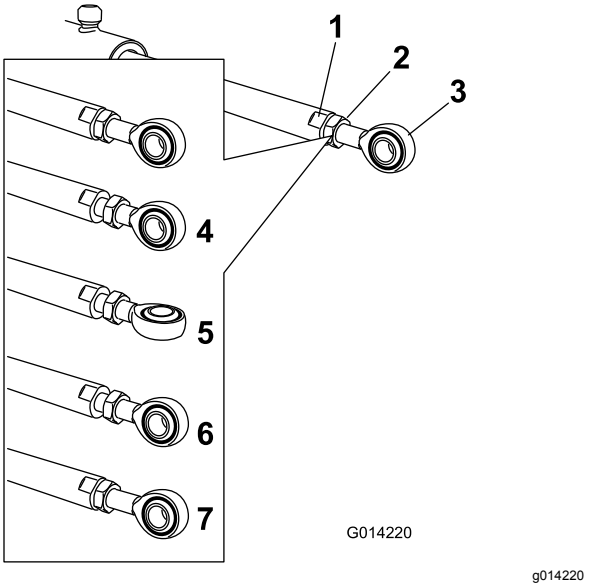

Figur 84
5. Bruk en skiftenøkkel på de flate sidene av aktuatorstangen å sette den ut av funksjon, før du løsner låsemutterne slik at maljestangen kan manipuleres (Figur 84).
6. Skru på maljestangen i aktuatorstangen for å justere lengden for den forlengede aktuatoren til den ønskede posisjonen (Figur 84).